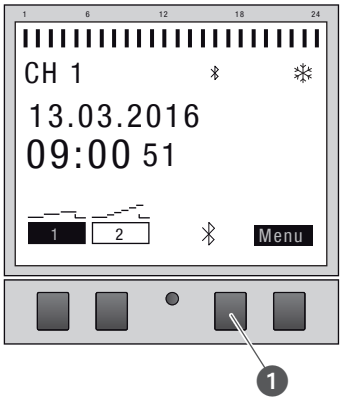

Bild 27: Starta Bluetooth-anslutning på kopplingsuret
1. Tryck på Bluetooth-knappen (Bild 27/❶) på kopplingsuret.